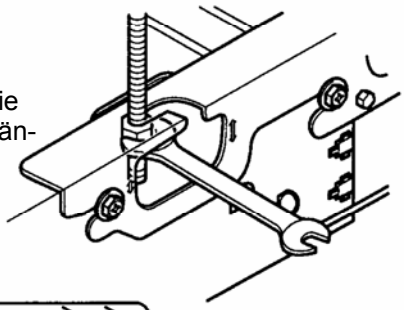

Abb. 6
- Stellen Sie die Gerätehöhe durch Drehen der Mutter mit Schlüssel ein. Den Schlüssel in den Ausschnitt in der Halterung der Einhängevorrichtung schieben (siehe Abb. 6).